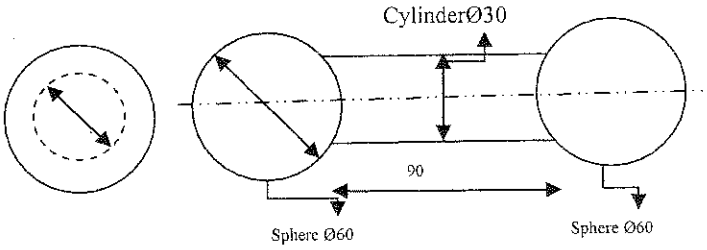

Fig. 8
8. The given drawing, in Fig.8 is a part to be made by cast iron by casting. Determine the pattern size and write the sketch of the pattern after giving allowances. Shrinkage allowance for cast iron is 2%, Machining allowance =2mm on all sides. All dimensions in mm. 50 castings are to be produced. Suggest a suitable pattern material and type of pattern **14**